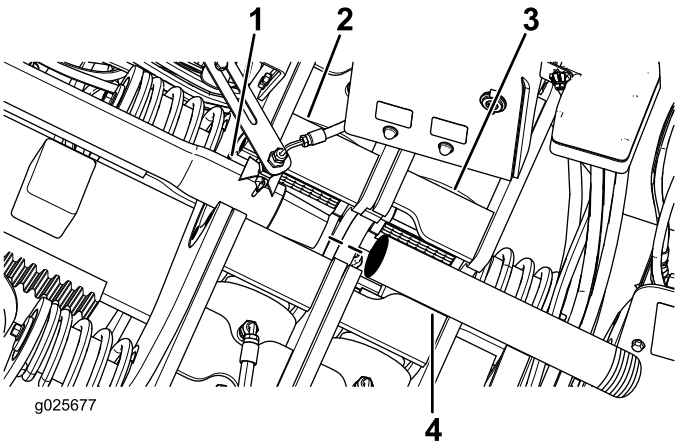

Rysunek 52
2. Przełożyć pręt prowadzący przez dolne imadło (imadło stacjonarne) w sposób pokazany na Rysunek 52.